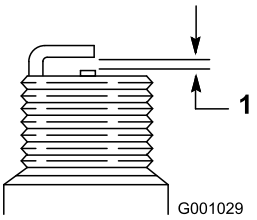

Figur 46
4. Indstil mellemrummet mellem elektroderne på et nyt tændrør til 0,76 mm som vist i Figur 46.